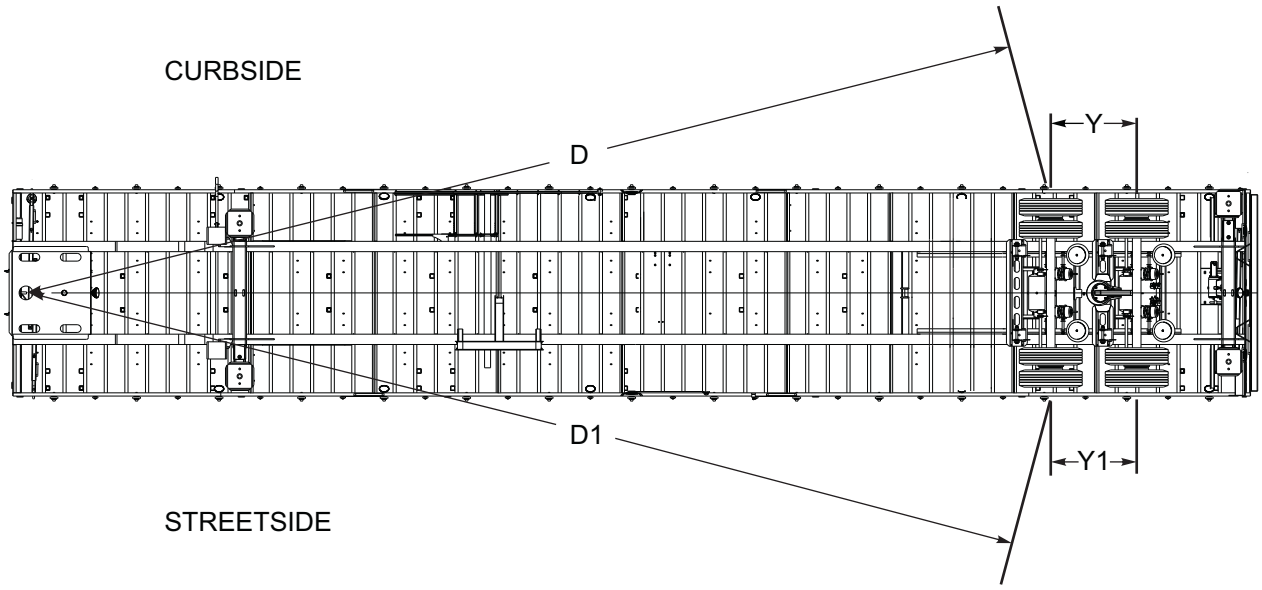

Figure 4-10: Checking Axle Alignment
4. Measure (D) from the plumb bob to the center point on one end of the axle. Record this measurement (***See Figure 4-10***.)
5. Measure (D1) to the other end of the axle in the same manner as in ***step 4***. Record this measurement (***See Figure 4-10***.)